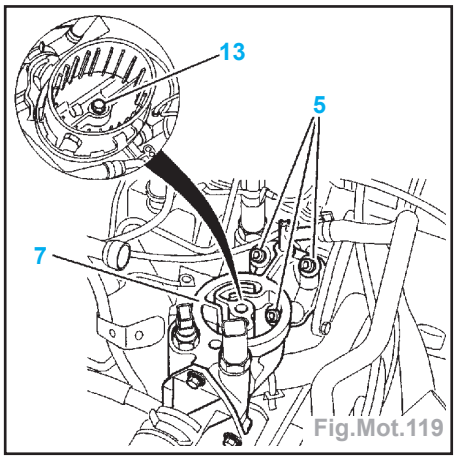

Fig.Mot.119
- Reposer le boîtier de sortie d'eau (7) équipé d'un joint neuf (Fig.Mot.119).